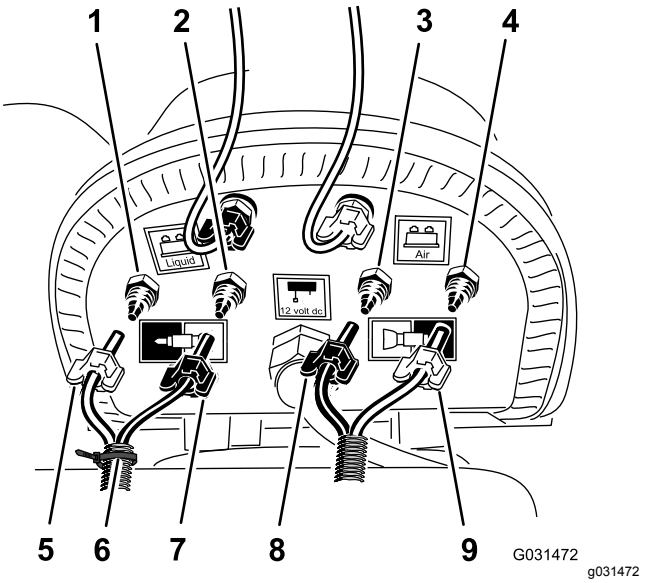

**Figur 8**
1. Ved kompressorens tilkoblingspanel til skummarkørsættet fastgøres et kabelbånd omkring det gennemsigtige og blå rør til højre bomsektion (Figur 8).
2. Løsn kompressionsmøtrikkerne til de 2 gennemsigtige og 2 blå rør til skumdyserne på venstre og højre bomsektion (Figur 8).
3. Fjern de 4 rør fra kompressionsfittingsene til bomsektionerne (Figur 8).